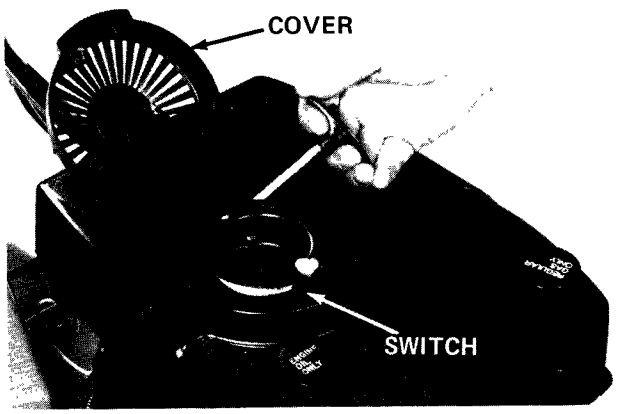

Figure 13
4. Insert knot at end of starter rope into slot in auxiliary starting pulley; then wind rope clockwise around pulley (Fig. 13).